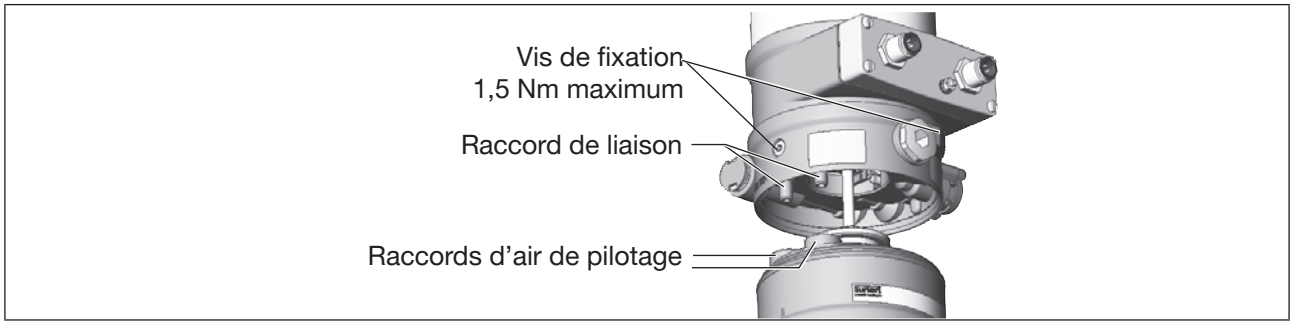

Figure 15 : Alignement des raccords d'air de pilotage
1. Les raccords d'air de pilotage de l'actionneur par rapport aux raccords de liaison du type 8692/8693 (voir « Figure 15 »).